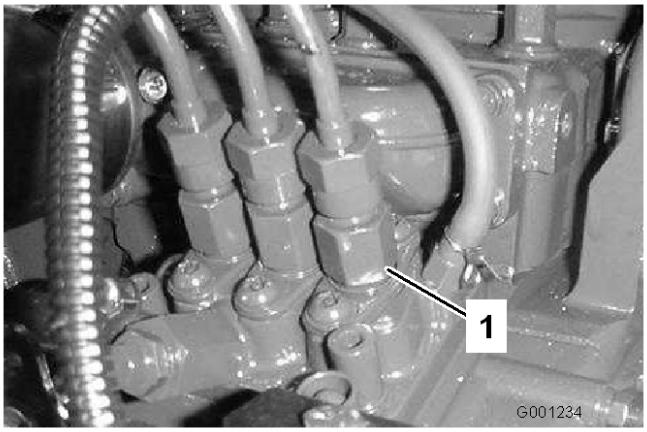

Figur 52
1. Lossa röranslutningen till insprutarmunstycke nr. 1 och hållaren vid insprutningspumpen (Figur 52).